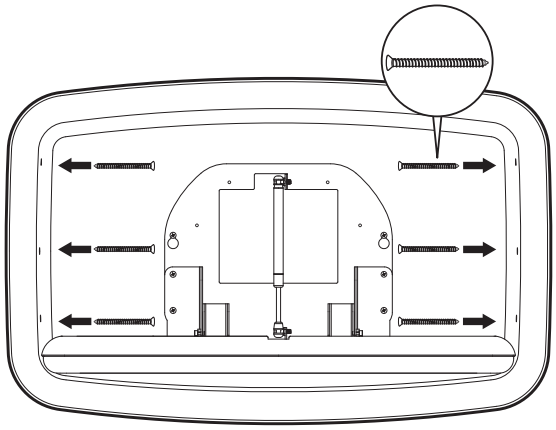

Fig. 2
- Abra la unidad completamente, y tendrá acceso a los seis orificios de montaje a ambos lados de la unidad. **Fig. 2**